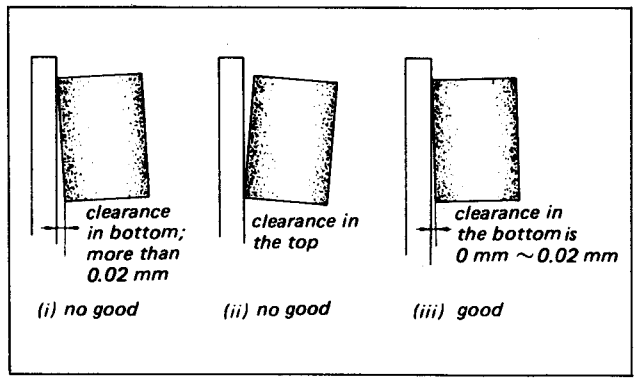

Fig. 8-4. Pinch roller slant adjustment
1. Lightly press the Pinch Lever against the Capstan, observe the relative position of the Pinch Roller as viewed from "C" against the Capstan. Confirm that the clearance is satisfied the specification in Fig. 8-4 (iii). at the moment when the Pinch Roller contacts to the Capstan.